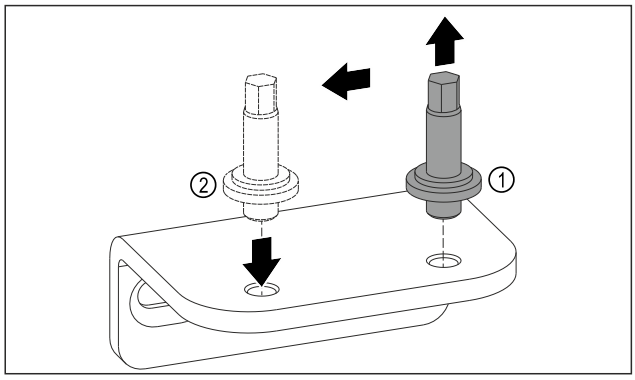

Fig. 11
▶ Deșurubați și demontați bolțurile de pe suportul inferior de lagăr cu cheia cu hexagon exterior SW5. *Fig. 11 (1)*
▶ Montați bolțurile pe partea opusă. *Fig. 11 (2)*